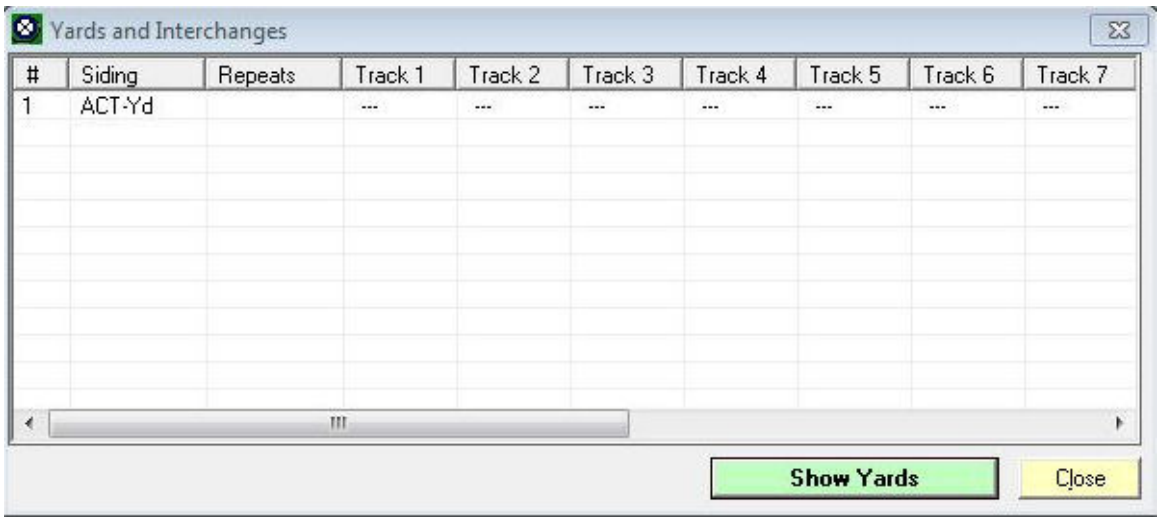

Figure 5-22
11. You will notice a button at the bottom of the window labeled "Show All Push-to Data". Clicking on this button will switch the window from showing the yard setup to one showing the 'push-to' data. (see Figure 5-22).